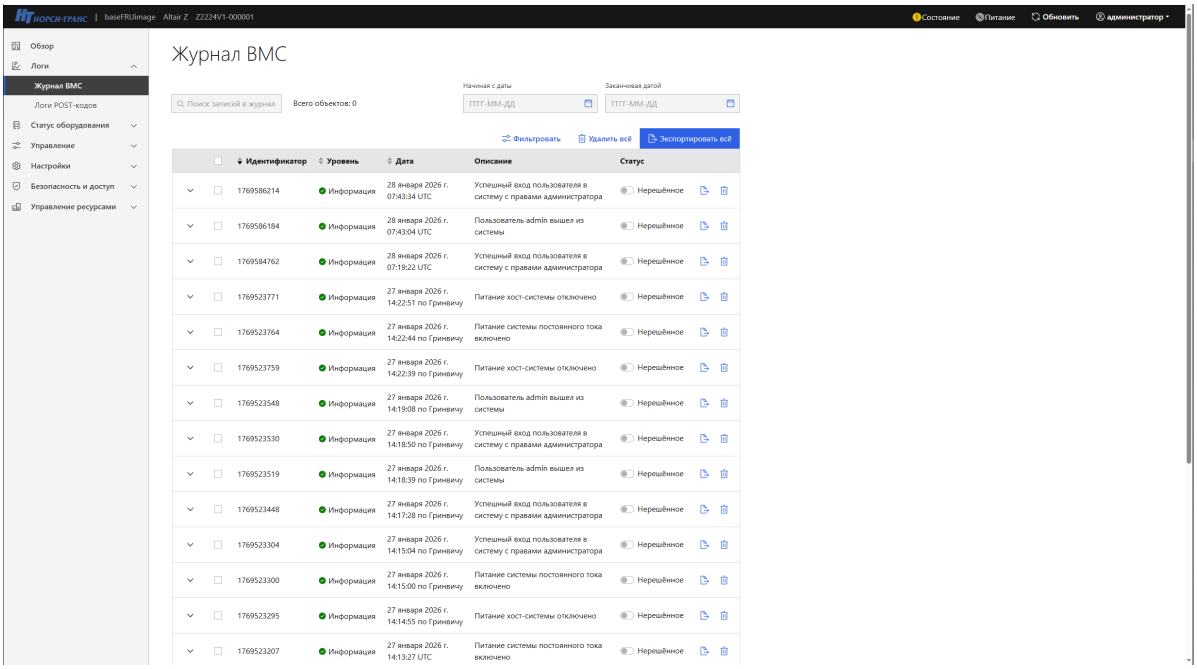

Рис. 76. Окно «Журнал BMC»
2) Пройдите во вкладку «Логи» → «Журнал BMC» в данной вкладке отображены все события произошедшие в сервере. В поле «Поиск записей в журнале» производится поиск события. В поле «Начиная с даты» произведите фильтрацию по дате начала события, в поле «Заканчивая датой» произведите фильтрацию по дате окончания события. «Удалить всё» позволяет удалить все произошедшие события. «Экспортировать всё» позволяет экспортировать все записи журнала BMC. Окно показано на рис. 76 Окно «Журнал BMC»